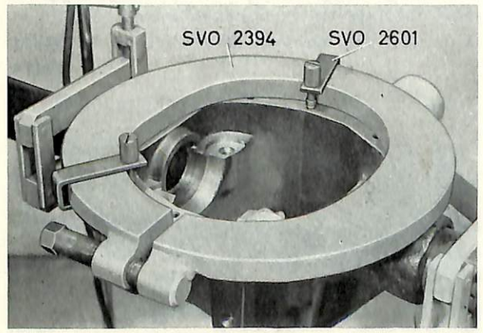

Bild 29. Utspänning av bakväxelhus
6. Anbringa verktyg SVO 2394 i hålen på bakväxelhuset enligt bild 29. Sätt fast verktyget med hållarna SVO 2601. Spänn ut verktyget tills det precis fastnar i hålen på huset. Spänn därefter skruven ytterligare 3—3,5 varv. Lyft ut differentialhus med kronhjul. Verktyget SVO 2337 kan användas härtill.